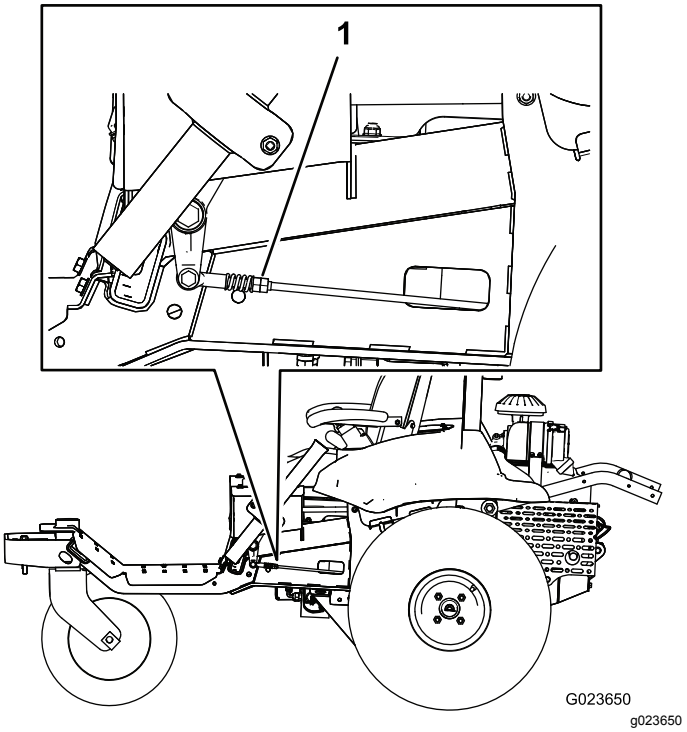

Figur 61
7. På en side av maskinen, vri de doble mutrene på koblingen sakte (Figur 61) til hjulet på den siden begynner å rotere, og vri deretter de doble mutrene i motsatt retning til hjulet roterer i den andre retningen.